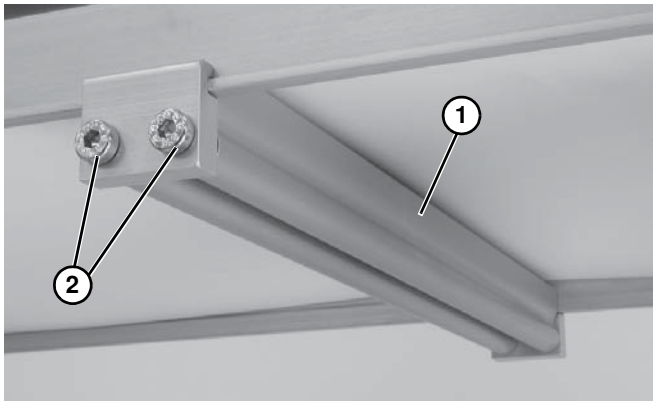

Abbildung 16
3. Rollenbaugruppen wie gezeigt einbauen **(Abbildung 16, Teil 1)**. Schrauben **(Abbildung 16, Teil 2)** auf 7 Nm festziehen.